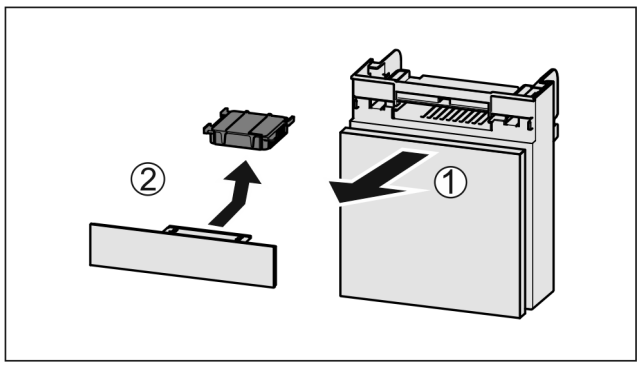

Fig. 61
▶ Pull out the compartment *Fig. 61 (1)*.
▶ Remove the carbon filter *Fig. 61 (2)*.